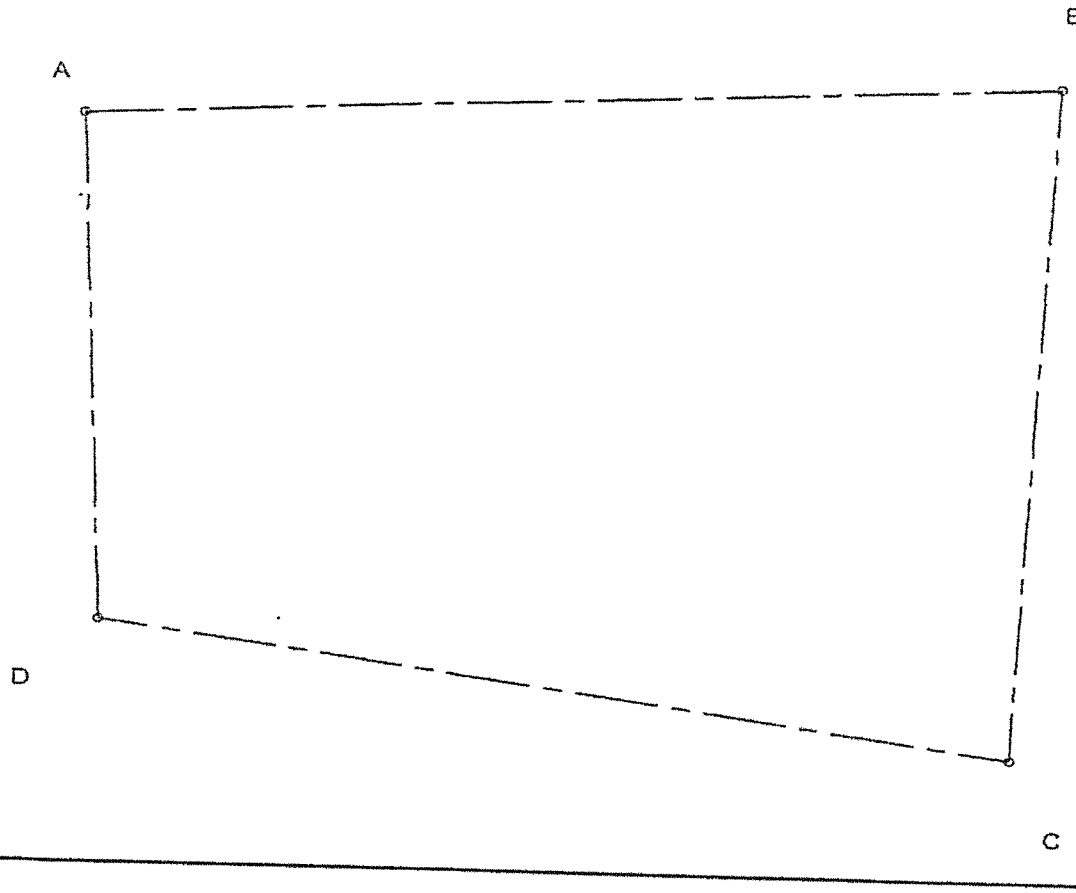

FIGURE 2
7.2 FIGURE 2, on the DIAGRAM SHEET (attached) shows a site with corner posts A, B, C and D.
Do the necessary sketches on FIGURE 2 to motivate your explanation. (10)